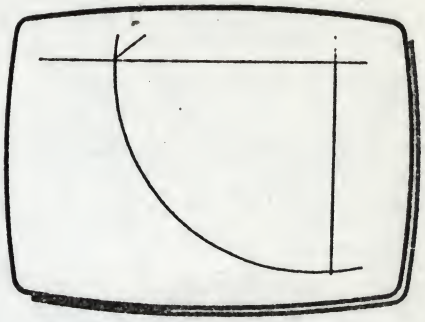

Fig 6
3 Press and release T, and the framed area will appear full-screen, (5) in Fig 6.